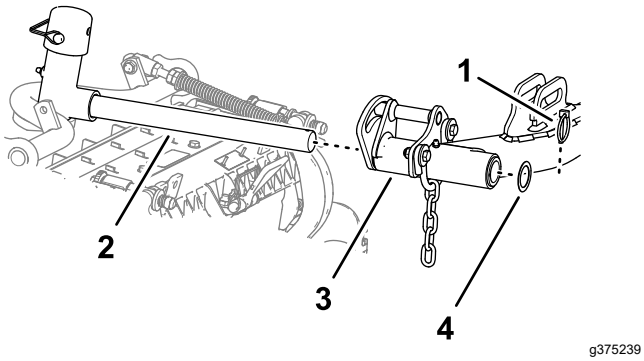

Figura 29
5. Glisai o unitate de tăiere sub braul de ridicare (Figura 29).